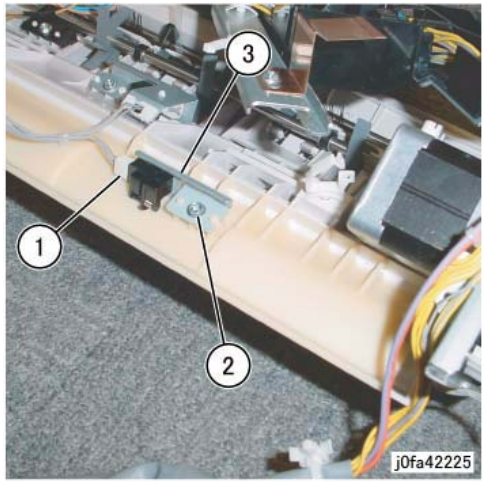

Figure 3 Removing the Finisher Entrance Sensor Assembly
7. Remove the Finisher Entrance Sensor Assembly (Figure 3):